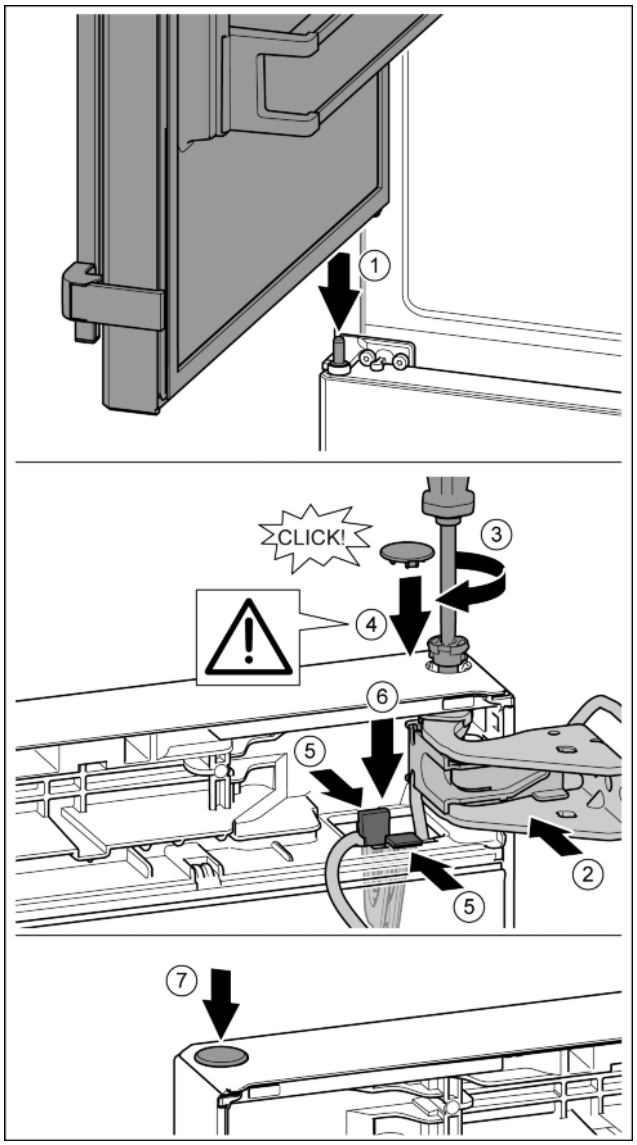

Fig. 34
▶ Place the upper door on the middle mounting bolt *Fig. 34 (1)*
▶ Align top of door with aperture in mounting block. *Fig. 34 (2)*
▶ Insert the bolt and tighten with a T15 screwdriver. *Fig. 34 (3)*
▶ Fit protective cover to protect the door: Install the protective cover and check that it is attached to the door. If not, insert the bolt fully. *Fig. 34 (4)*
▶ Insert the holder with its cable into the opening. At the same time, the lug with the longer opening must point forward. *Fig. 34 (5)*
▶ Press the bracket downwards until the lug clicks into place. *Fig. 34 (6)*
▶ Insert the plugs. *Fig. 34 (7)*